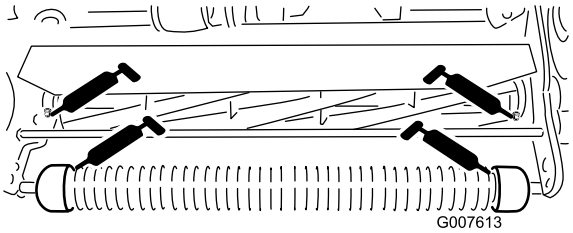

Figur 18
- Två på den främre valsen (Figur 18)
- Två på cylinderlagren (Figur 18)